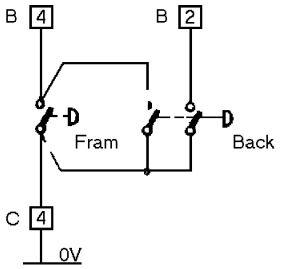

Fig 13
- Fjernkontrol af manuel kørebevægelse, se fig.13 på side 67.